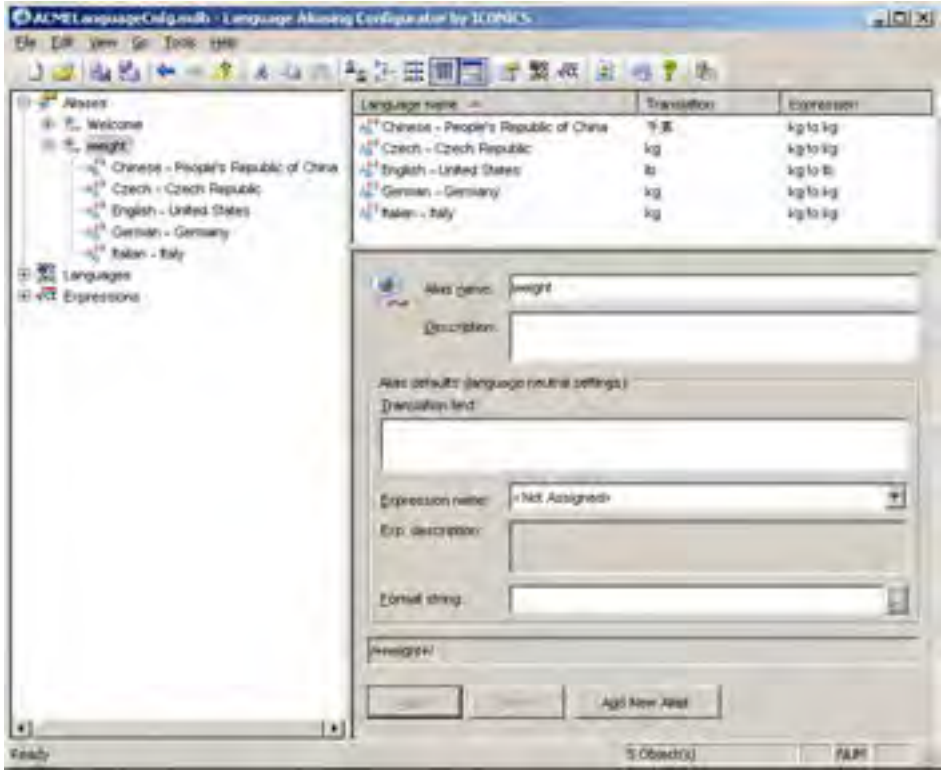

Figure L14.8 - Weight Alias Configuration Summary
11. Your finished configuration should look similar to Figure L14.8.